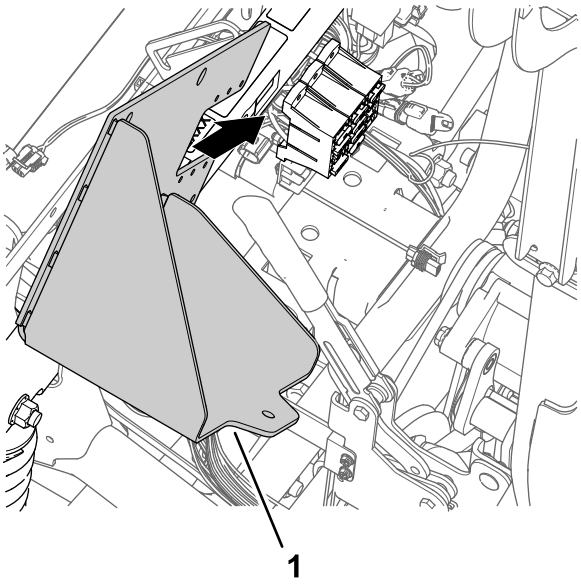

Figur 173
1. Ret det nye batteribeslag ind efter maskinens og sikringsblokkenes stødstøtterør (Figur 173).